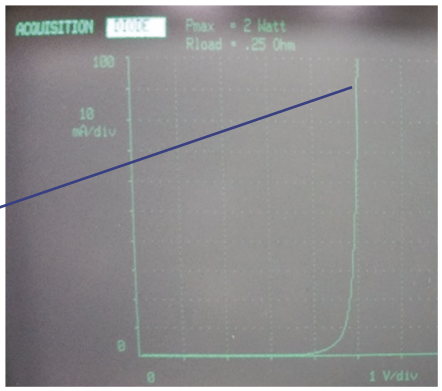

**FIGURE 10.31** (Step 20) Breakdown region of the Zener diode provided in your kits. The curve is upside down here relative to the Zener region in Figure 10.13. ⏎
20. **Building the Zener-regulated full-wave rectifier.** Figure 10.13, repeated here, shows the steep reverse breakdown region of a Zener diode. The use of a Zener diode as a voltage regulator was explained in the chapter. The Zener diode in your kit has a breakdown voltage of about 4.6 V or so. The breakdown *I–V* curve is shown in Fig. 10.31 using the curve tracer from Chapter 7.